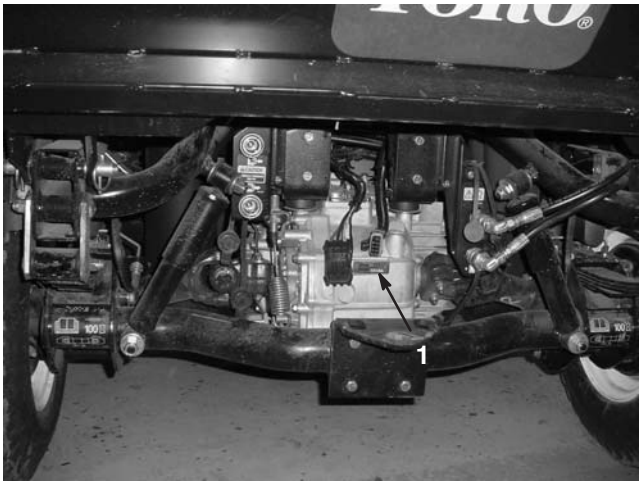

Figura 24
11. Inserite il cablaggio a tergo della macchina, come illustrato nella figura 24.